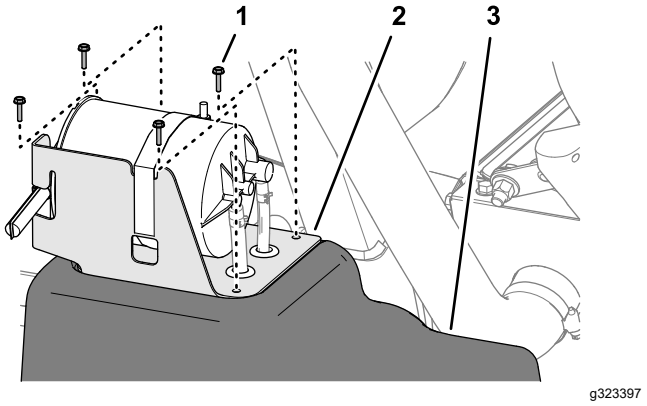

**Bild 83**
2. Entfernen Sie am Kraftstofftank die vier Schrauben (Nr. 10 x ¾"), mit denen die Halterung des Aktivkohlefilters oben am Kraftstofftank befestigt ist (Bild 83).